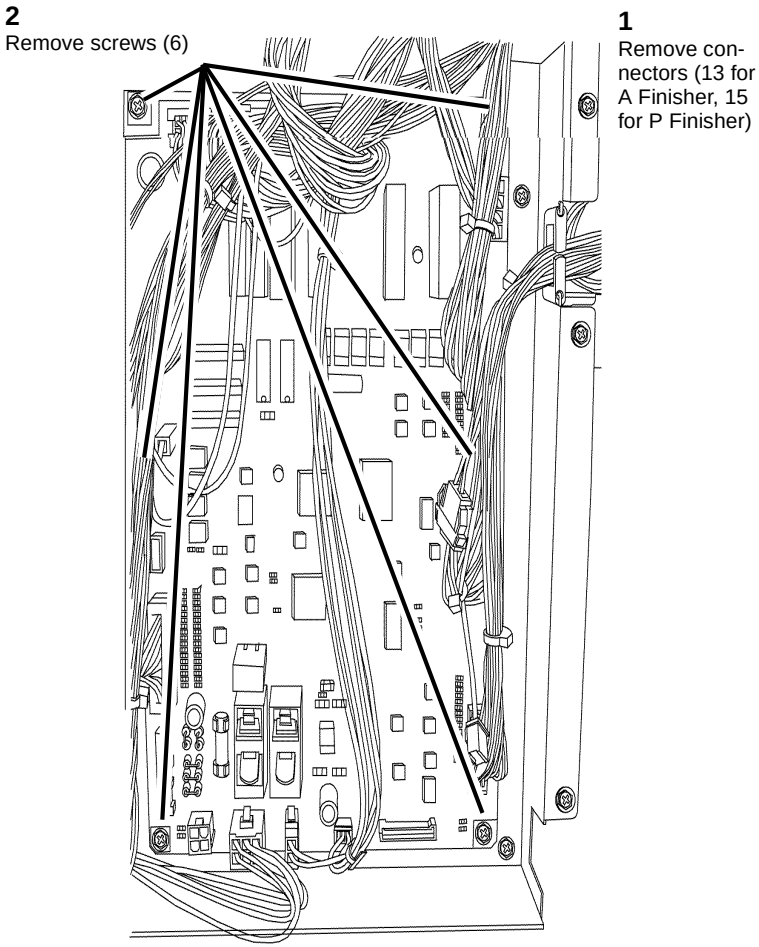

Figure 1 Finisher PWB
7. Remove the Finisher PWB (Figure 1).